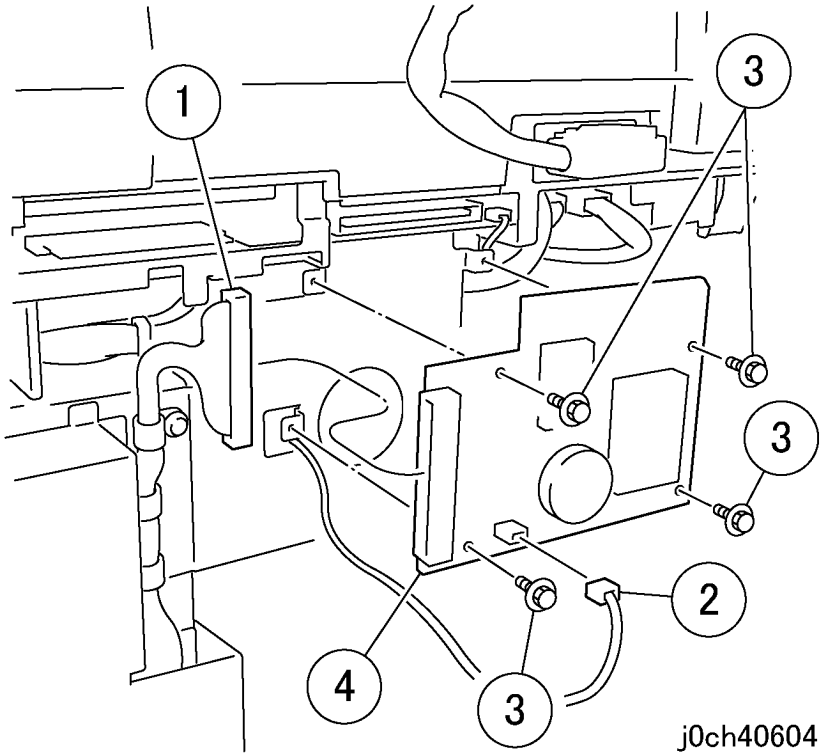

Рисунок 3 Снятие ADC PWB (j0ch40604)
4. Снимите ADC PWB (рисунок 3).